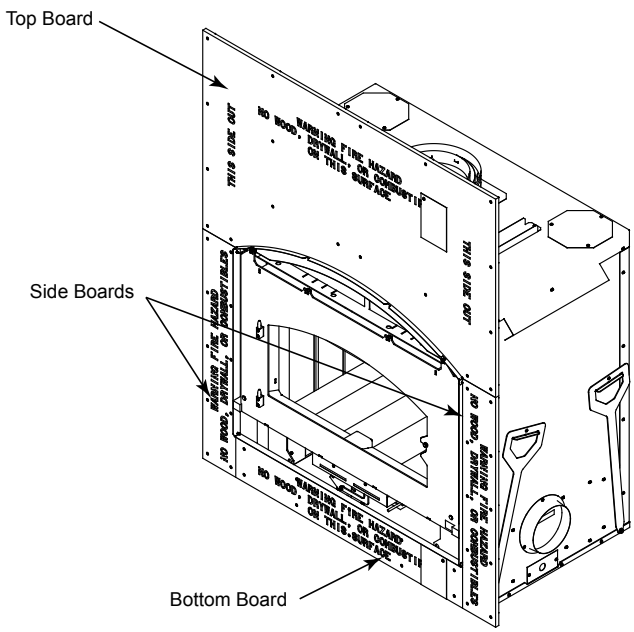

Figure 3.11 Apply Non-combustible Materials
- Attach the bottom board to the bottom of the outer fireplace outer shell with enclosed screws, ensuring the board is centered. **DO NOT remove hang tags**. Attach the side pieces to the outer can and framing members. See Figure 3.11.